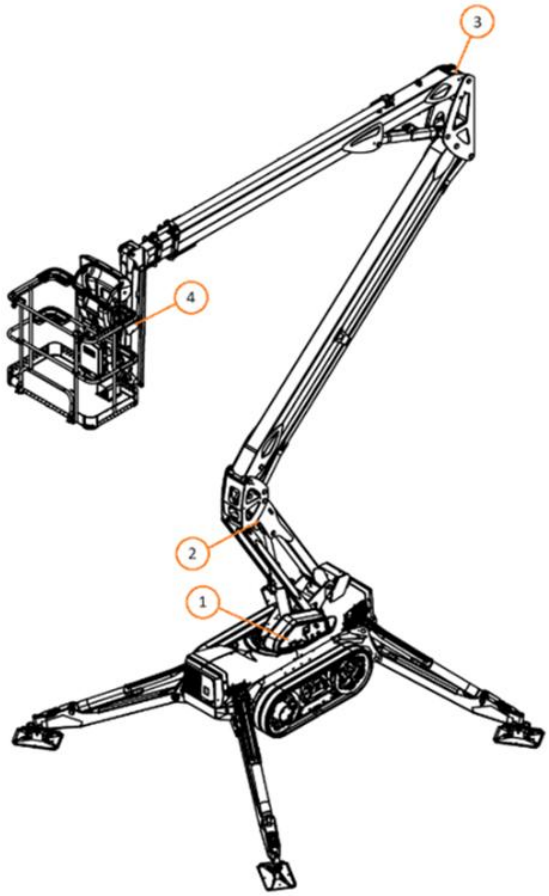

Rysunek 38. Czujnik położenia wysięgnika żurawia
Platforma dostępowa jest wyposażona w cztery (4) czujniki położenia. Jeden z czujników znajdujący się wewnątrz dolnego panelu sterowania mierzy nachylenie podwozia (rysunek 38 (1)). Trzy pozostałe czujniki znajdują się w konstrukcji wysięgnika. Jeden znajduje się w dolnym wysięgniku na górnym końcu siłownika (rysunek 38 (2)), jeden wewnątrz górnego wysięgnika pod klapą serwisową (rysunek 38 (3)) i jeden w wysięgniku żurawia na dolnym końcu siłownika pod osłoną ochronną (rysunek 38 (4)).